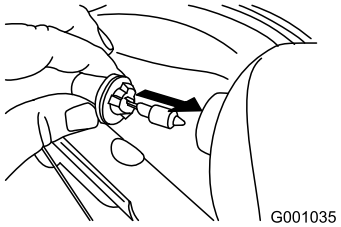

Figuur 55
4. Steek een nieuwe lamp in de achterkant van de koplamp (Figuur 55).